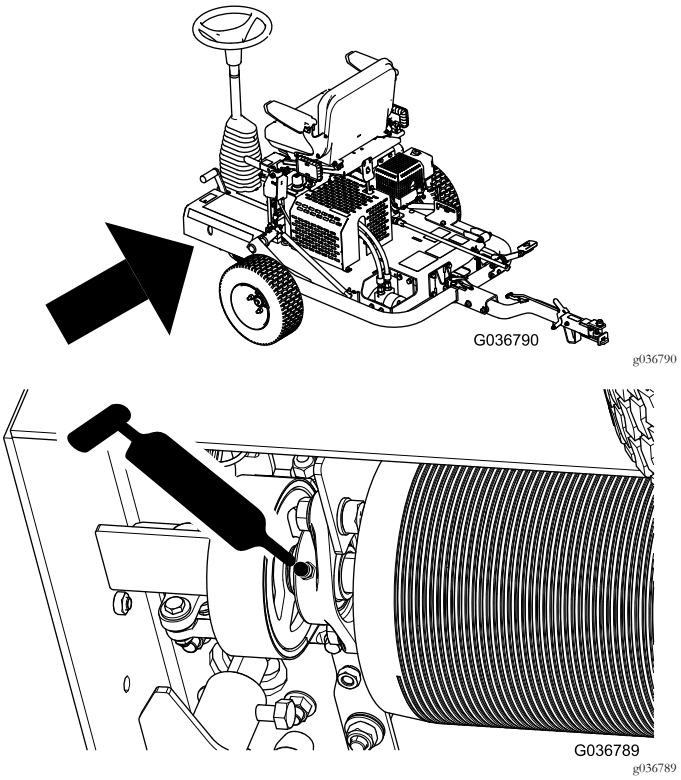

Figuur 30
2. Pomp smeervet in de smeernippel zoals getoond in Figuur 30.